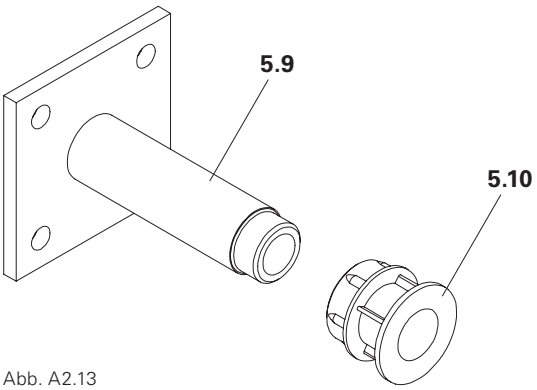

Abb. A2.13
1. Distanzstück PP (**5.10**) bis zum Anschlag auf Ankerhülse M24 (**5.9**) stecken (Abb. A2.13).